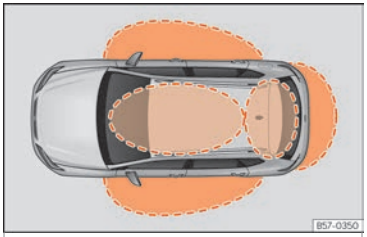
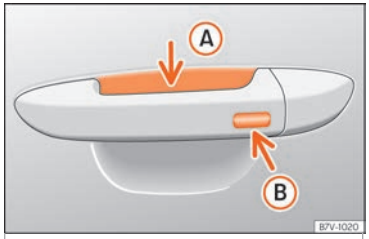

Abb. 94 Keyless Access: Näherungsbereiche.
Abb. 95 Türgriff: Sensorflächen
››› **Abb. 95**
Keyless Access ist ein schlüsselloses Start- und Schließsystem, mit dem das Fahrzeug ohne aktive Fahrzeugschlüsselbenutzung ent- bzw. verriegelt werden kann. Dazu müssen sich lediglich ein gültiger Fahrzeugschlüssel im Erfassungsbereich für den Zugang zum Fahrzeug befinden ››› **Abb. 94** und eine der Sensorflächen an den Türgriffen ››› **Abb. 95** berührt oder der *Softtouch*/Haltegriff der Heckklappe betätigt werden ››› **Seite 115** ››› ❗.
Befindet sich ein gültiger Schlüssel in einem der Funktionsbereiche **››› Abb. 94**, erteilt das schlüssellose Schließ- und Startsystem Keyless Access diesem Schlüssel eine Zugangsberechtigung, sobald eine der Sensorflächen an den Vordertürgriffen oder der *Softtouch*/Haltegriff an der Gepäckraumklappe betätigt wird.
- Umfassen Sie einen der Griffe an den Vordertüren. Dabei wird die Sensorfläche **››› Abb. 95** Ⓐ (Pfeil) im Türgriff berührt und das Fahrzeug entriegelt sich.
- Berühren Sie *einmal* die Verriegelungssensorfläche**››› Abb. 95** Ⓑ (Pfeil) am Griff an einer der Vordertüren. Die Tür, an welcher der Griff betätigt wird, muss geschlossen sein.
- Berühren Sie *einmal* die Sensorfläche **››› Abb. 95** Ⓑ (Pfeil) am Griff an einer der Vordertüren. Das Fahrzeug ist mit der „Safe“ **››› Seite 110**-Sicherheitssystem verriegelt.
- Berühren Sie *zweimal* die Sensorfläche ››› **Abb. 95** Ⓑ (Pfeil) am Griff an einer der Vordertüren, um das Fahrzeug zu verriegeln, ohne das Sicherheitssystem „Safe" zu aktivieren ››› **Seite 110**.
Wenn sich ein gültiger Fahrzeugschlüssel in der Nähe ››› **Abb. 94** der Heckklappe befindet, entriegelt die Heckklappe beim Öffnen des verriegelten Fahrzeugs automatisch.
- Berühren Sie die Schließtaste 🔒 auf dem Funkschlüssel und berühren Sie einmal innerhalb von 5 Sekunden die Verriegelungssensorfläche am Fahrertürgriff ››› **Abb. 95** Ⓑ. Greifen Sie nicht am Türgriff, da sich das Fahrzeug sonst nicht verriegelt. Die Deaktivierung kann auch erfolgen, wenn das Fahrzeug über Fahrertürschloss verriegelt wird.
Um mit der **Komfortfunktion** alle elektrischen Seitenfenster und das Glasdach zu schließen, legen Sie einige Sekunden einen Finger auf den Verriegelungssensorfläche ››› **Abb. 95** Ⓑ (Pfeil) am Türgriff, bis die Seitenfenster und das Dach geschlossen sind.
Die Sensoren der Türgriffe können durch einen Wasser- oder Hochdruckdampfstrahl aktiviert werden, sofern sich ein gültiger Schlüssel in der Nähe befindet. Ist mindestens eines der elektrisch betriebenen Seitenfenster geöffnet und wird die Sensorfläche ››› Abb. 95 Ⓑ (Pfeil) an einem der Türgriffe permanent aktiviert, schließen sich alle Fenster.